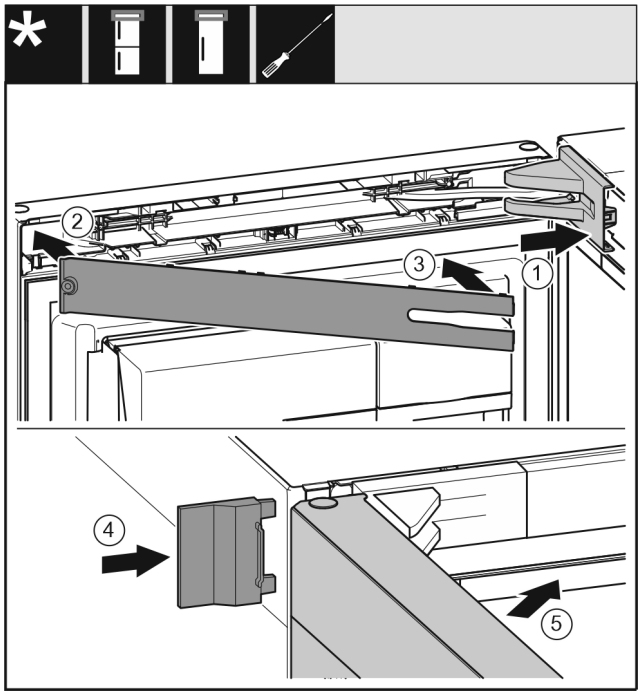

*Fig. 43*
- ▶ Lagerbokafdekking *Fig. 43 (1)* plaatsen en vastklikken, evt. voorzichtig uit elkaar drukken.
- ▶ Paneel *Fig. 43 (2)* plaatsen.
- ▶ Panelen *Fig. 43 (3)* naar binnen draaien en vastklikken.
- ▶ Buitenste afdekking *Fig. 43 (4)* erop schuiven.
- ▶ Bovenste deur *Fig. 43 (5)* sluiten.